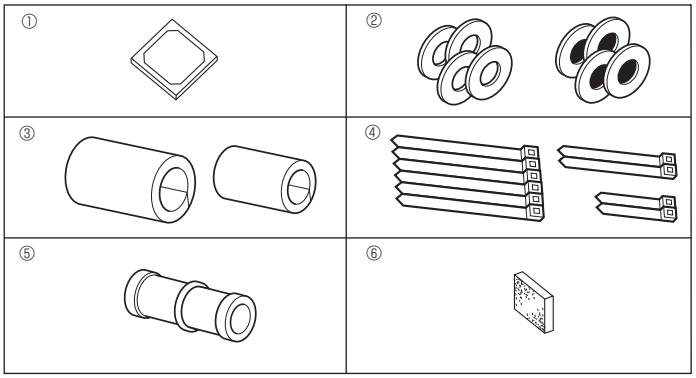

Fig. 4-1
4.1. Compruebe los accesorios de la unidad interior (Fig. 4-1)